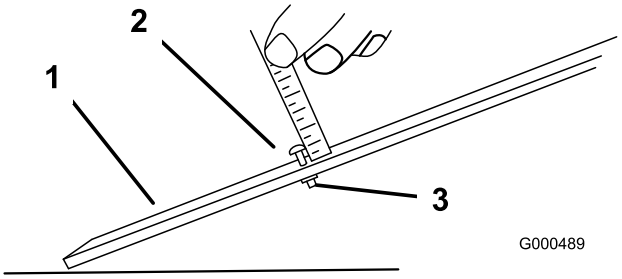

Figur 15
2. Løsn møtrikken på målestangen, og indstil justeringsskruen til den ønskede klippehøjde.Figur 15 Afstanden mellem bunden af skruehovedet og stangens flade udgør klippehøjden.